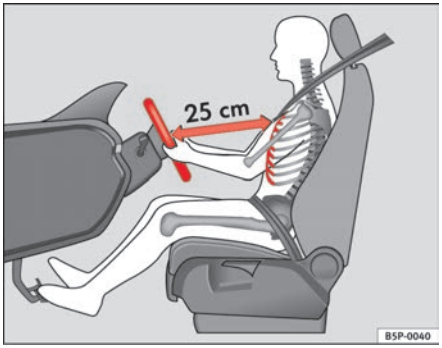

Fig. 114 Proper sitting position for driver
– Adjust the steering wheel until the correct position is set ⇒ fig. 114.
- **Adjust the driver seat or steering wheel so that there is a distance of at least 25 cm between the steering wheel and your chest ⇒ page 151, fig. 114. If you fail to observe the minimum distance, the airbag will not protect you. Risk of fatal injury.**